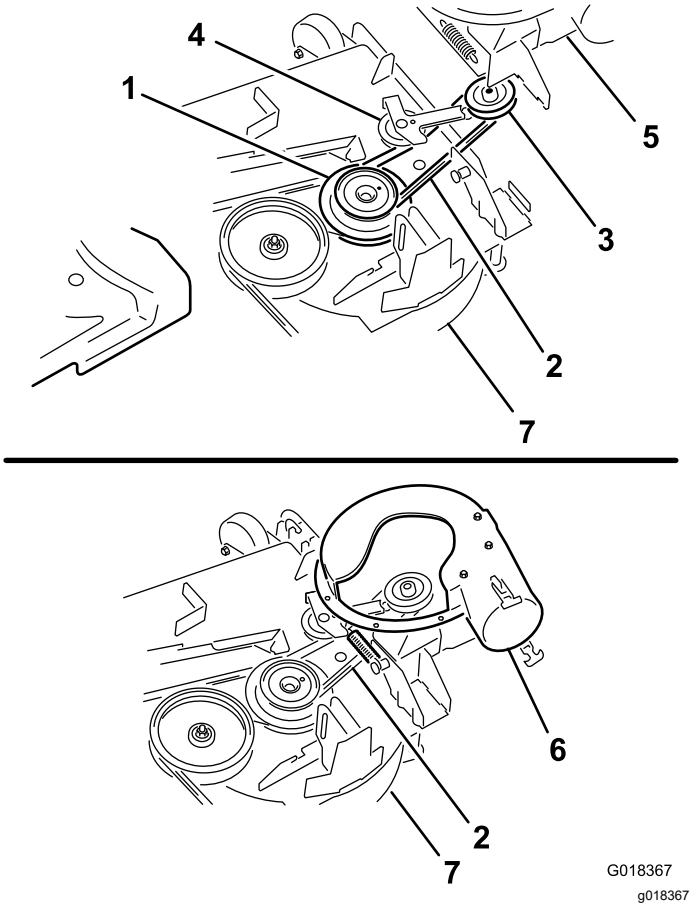

Figur 16
3. Før remmen under styreremskiven (Figur 16).
4. Afmonter remmen fra drivremskiven (Figur 16).
1. Ret blæserremmen ind rundt om blæserens remskive (Figur 16).
4. Før midlertidigt remmen under styreremskiven (Figur 16).
5. Før remmen omkring drivremskiven (Figur 16).
7. Træk den fjederbelastede styre-/strammeremskive væk fra den faste fjederstang, og før remmen rundt om styreremskiven (Figur 16).